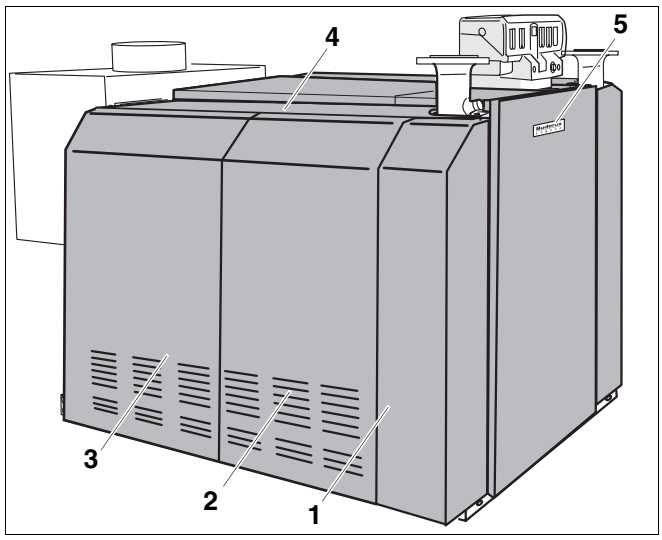

Afb. 72 Logano GE434 compleet gemonteerd
- Hang de achterste zijwanden (afb. 72, **pos. 3**) en, indien die voorhanden zijn, de middenste zijwanden (afb. 72, **pos. 2**) bovenaan aan de zijdelingse ketelafdekkappen (afb. 72, **pos. 4**) en schroef ze onderaan aan de langssokkels met schroeven met een vlakke kop 3,9 x 9,5 vast.
- Neem het typeplaatje (Logano GE434) (afb. 72, **pos. 5**) uit de zak met de "Techn. Unterlagen" en breng het aan op de voorwand.